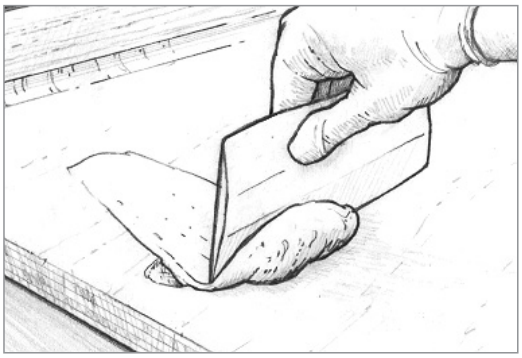

Figure 6-9 *Trowel the thickened epoxy fairing compound into the voids and depressions with a plastic spreader.*
4. Trowel on the thickened epoxy mixture with a plastic spreader, working it into all voids and depressions. Smooth the mixture to the desired shape, leaving the mixture slightly higher than the surrounding area *(Figure 6-9)*. Remove any excess thickened epoxy before it cures. If the voids you are filling are over ½" deep, apply the mixture in several applications or use 206 Slow Hardener or 209 Extra Slow Hardener, depending on ambient temperature.